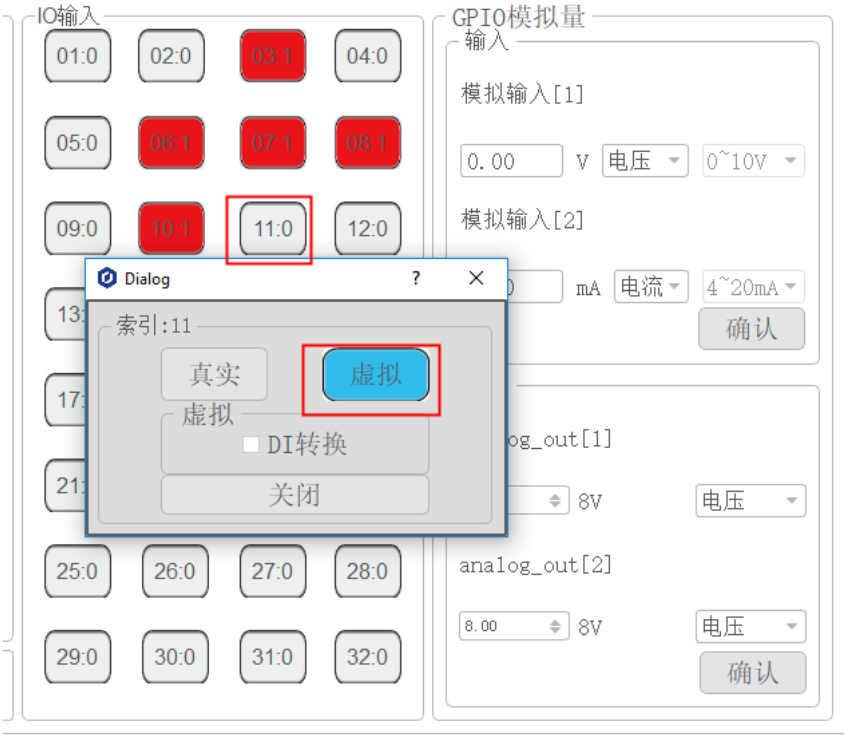

图 3.9 模拟数字输入状态
- 模拟：在手动模式或自动模式下模拟数字输入状态，方便调试运行程序。如图 3.9 所示。